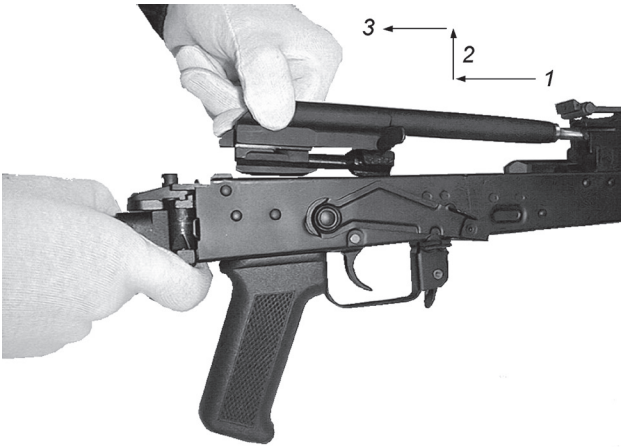

Rys. 72. Odłączanie suwadła z zamkiem
- trzymając karabin w prawej ręce, lewą odciągnąć suwadło do tyłu, do oporu, unieść je wraz z zamkiem (rys. 72) i odłączyć od komory zamkowej;